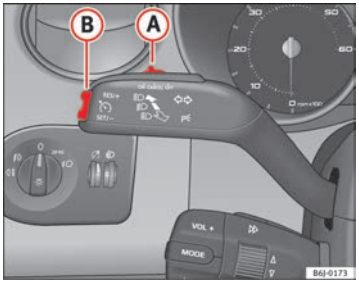

Fig. 105 Palanca de intermitentes y de luz de carretera: mando y tecla basculante para el regulador de velocidad
– Cuando se haya alcanzado la velocidad que se quiere programar, pulse brevemente la parte inferior de la tecla basculante **SET** ⇒ fig. 105 (B) una vez.